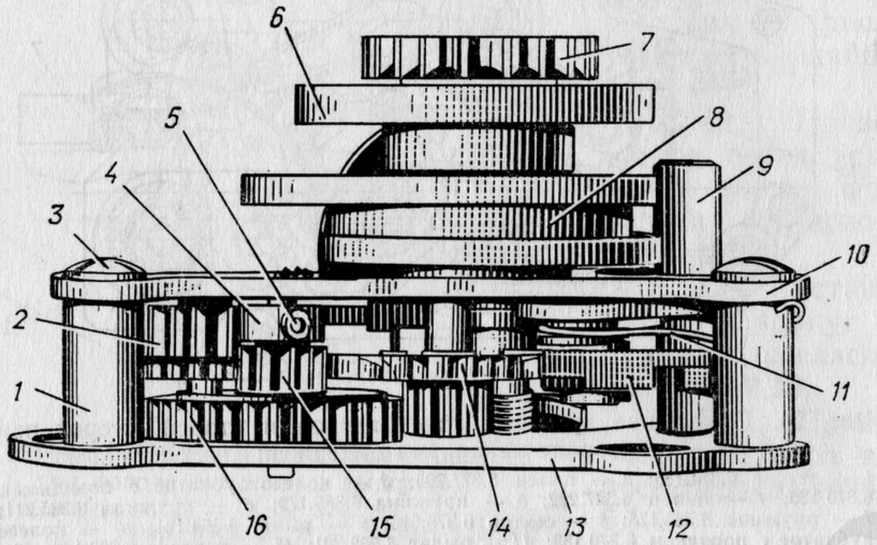

Рис. 25. Тормозной механизм (вид сбоку):
Возможная неисправность: муфта *15* (рис. 25) не фиксируется при включении в работу.
5.2.66. Вывинтить три винта *3* (рис. 25) и снять плату *10* вместе с зубчатым колесом *7* и кулачками.
5.2.67. Снять муфту *15* (рис. 25) и разобрать ее. Тщательно промыть детали бензином. Собрать муфту *15*, проверить ее работу. При необходимости муфту заменить новой. При загрязнении тормозного механизма промыть его в бензине. Установить снятые детали на свои места. Установить годную муфту *15* на плату *13*.